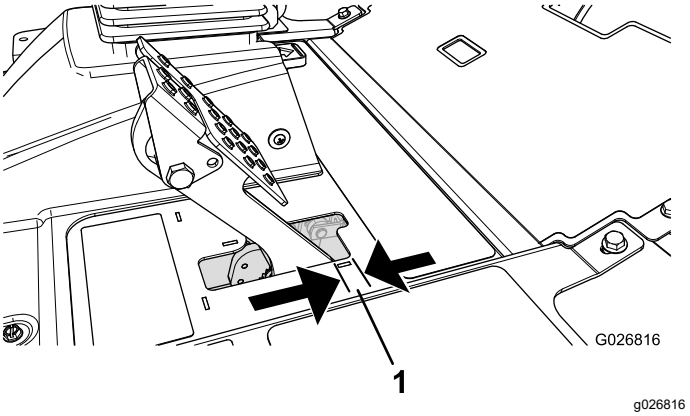

Rysunek 63
Wyreguluj hamulce, jeżeli występuje ponad 2,5 cm skoku jałowego (Rysunek 63) pedału hamulca lub jeżeli wymagana jest większa siła działania. Skok jałowy to droga, jaką wykonuje pedał hamulca, zanim poczujesz opór hamowania.
2. Dokręć tylną nakrętkę, aby przesunąć przewód do tyłu, tak aby skok jałowy (Rysunek 63) pedałów hamulca wynosił od 0,63 do 1,27 mm, zanim koła zostaną zablokowane.